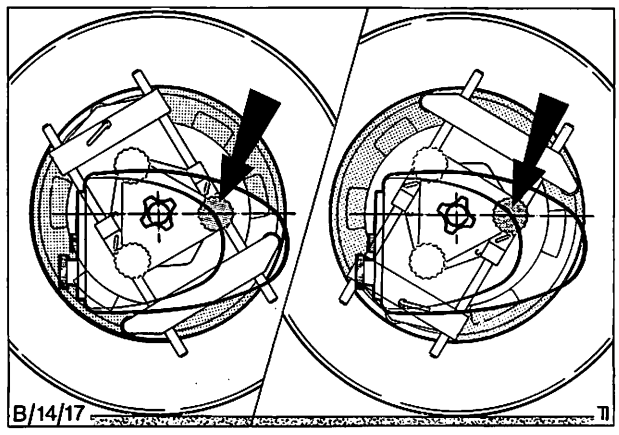

Abb. 12 Links und rechts sind mögliche Stellungen für die Ausgleichschraube. Stets die Schraube benutzen, die am nächsten zur waagerechten Ebene liegt
b) Ausgleichschraube wählen, die am nächsten zur waagerechten Ebene liegt, Abb. 12.